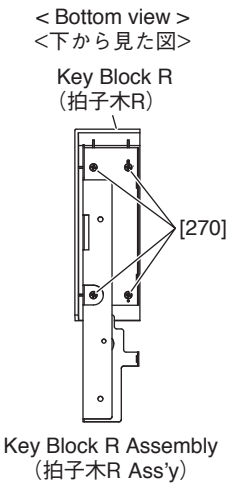

Fig.11（図 11）
10-4 Remove the four (4) screws marked [270]. The key block R can then be removed. (Fig.11)
10-4 [270] のネジ 4 本を外し、拍子木 R を外します。(図 11)